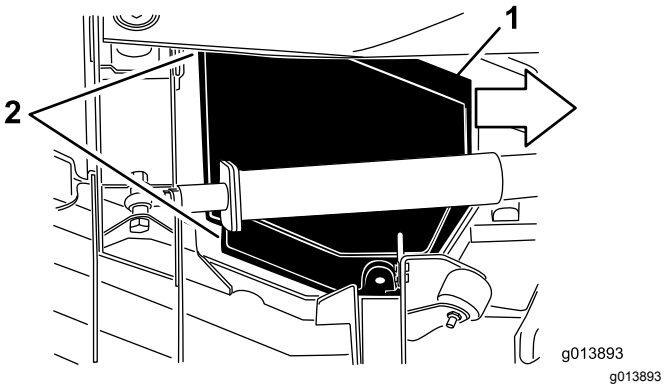

**Figur 84**
5. Løft skærmen, og skub den i retning af traktionsenheden (ca. 2,5 cm) for at løfte skærmens yderste kant fra skjoldet (Figur 84).